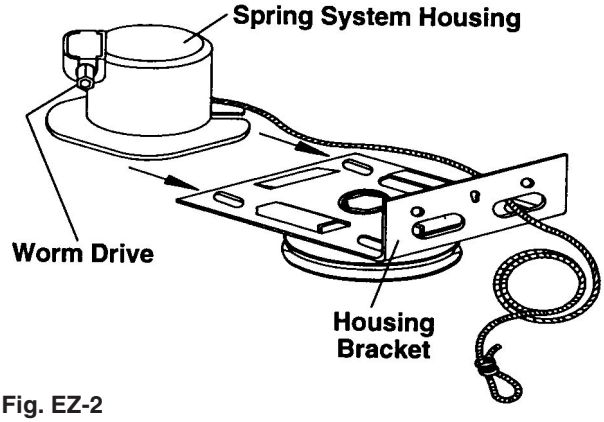

Fig. EZ-2
**Step 2:** Remove the spring system housing from the package and slide it into the housing bracket. The coiled cable will extend through the upper slot in the housing bracket. The "L" and "R" marks on the housing bracket determine the left hand and right hand sides (when viewing the door from the inside of garage looking out). For example, the right hand housing bracket will have the "R" on the top when properly installed on the right hand side with the cable running through the upper slot. (FIG. EZ-2)